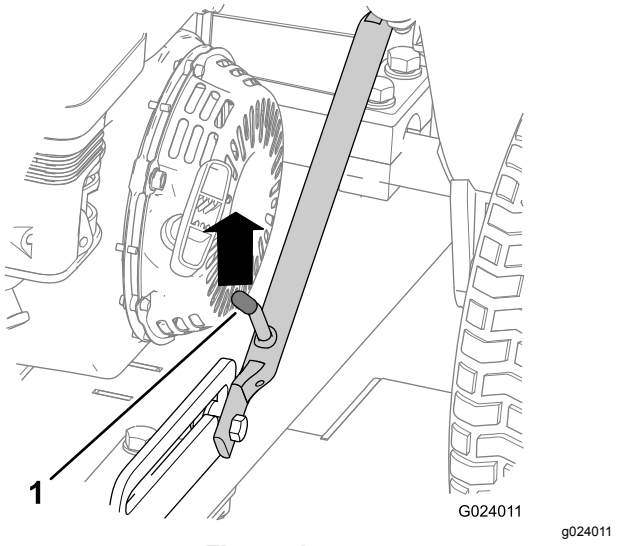
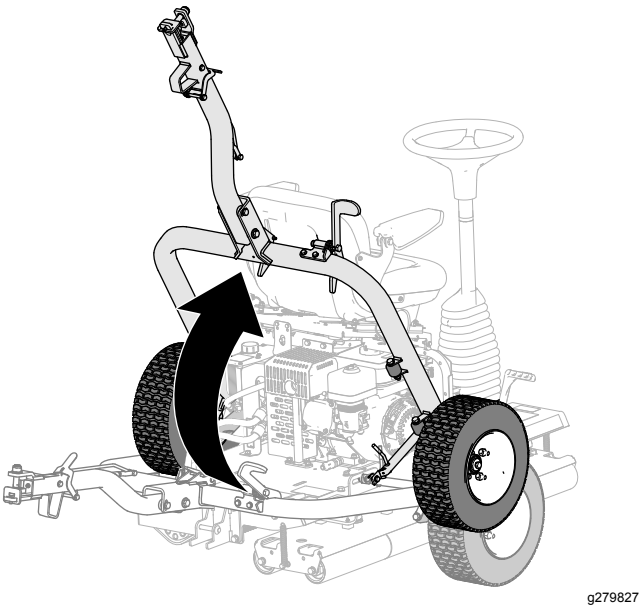

Figura 17
Figura 22
1. Sollevate il gruppo dell'attacco in modo che la leva del dispositivo di fermo sia sbloccata dal fermo di scorrimento (Figura 17).
5. Sollevate l'attacco (Figura 22) in modo che la leva del dispositivo di fermo sia bloccata nel fermo di scorrimento (Figura 17).